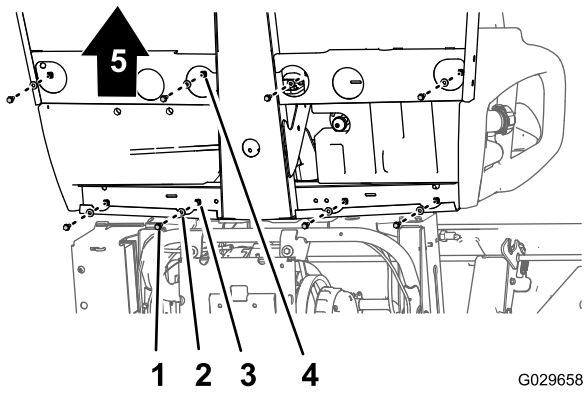
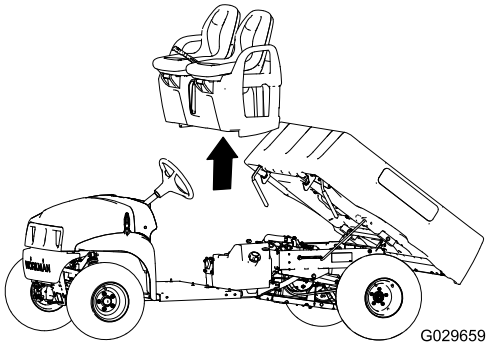

Figura 51
Figura 52
1. Sulla parte inferiore della macchina, rimuovete gli 8 bulloni a testa flangiata e le 8 rondelle che fissano la base del sedile al pianale e al canale posteriore della cabina (Figura 51).
2. Sollevate con cautela i sedili, la base dei sedili e i cavi del freno di stazionamento dalla macchina (Figura 51).
1. Sollevate i sedili e la relativa base sulla macchina e allineate i cavi del freno al telaio (Figura 51 e Figura 52).
2. Allineate i fori nella base del sedile con i fori nel pianale e nel canale posteriore della cabina (Figura 51 e Figura 52).